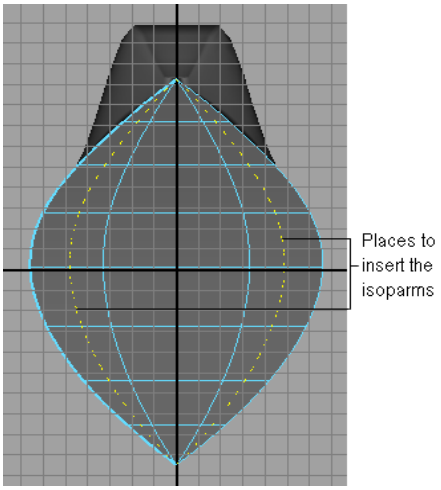

Figure 4-62 *Inserting isoparms*
16. Maximize the top-Y viewport and press and hold the right mouse button on the selected surface; a marking menu is displayed. Choose **Isoparm** from the marking menu displayed and insert the two isoparms using the SHIFT key, as shown in Figure 4-62. Now, choose **Surfaces > Edit NURBS Surfaces > Insert Isoparms** from the menubar; two new isoparms are added to the surface.